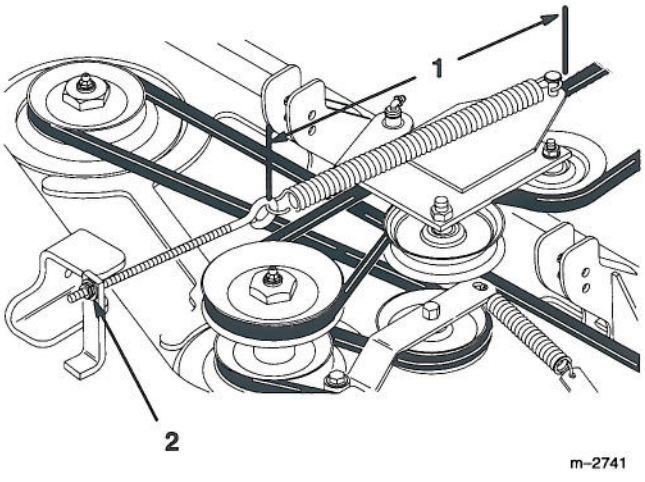

Figure 29
5. Tighten the jam nuts on the eyebolt until the spring is stretched to a length of 15-5/16" (38.9 cm) (Fig 29).